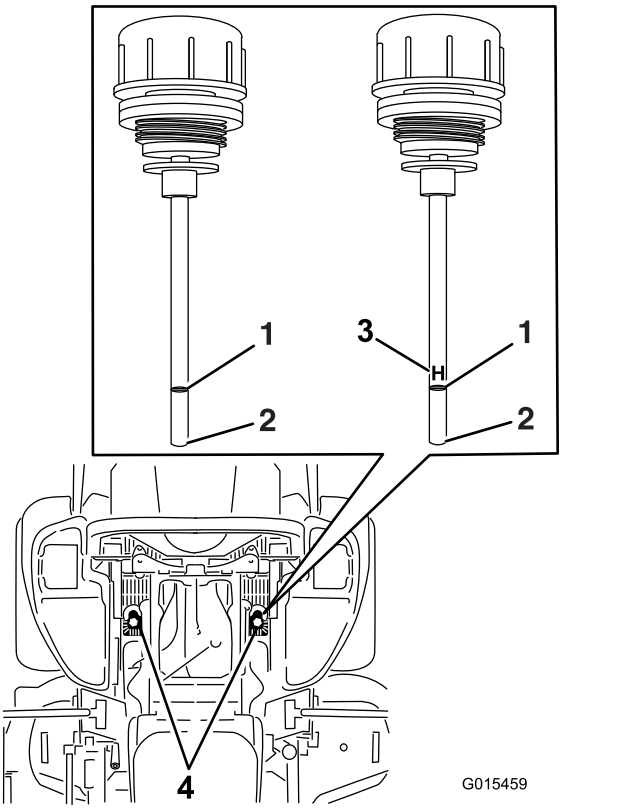

Figur 92
6. Rengör området runt oljestickorna i hydraulsystemets tankar (Figur 92).
7. Ta bort en oljesticka från hydraultanken (Figur 92).
9. Ta ut oljestickan och titta på änden (Figur 92).